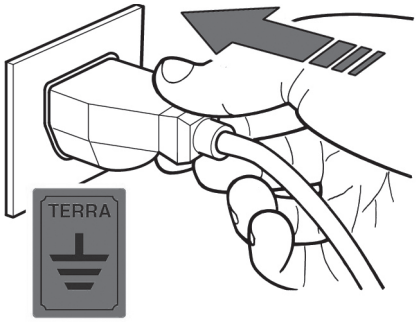

fig. 16
- It is imperative that the complete equipment is properly connected to an efficient earth connection (fig. 16).
2) Insert the power plug of the Showcase into the socket provided by the customer (fig. 16), making sure that it has earth contact and that there are no multiple sockets connected .